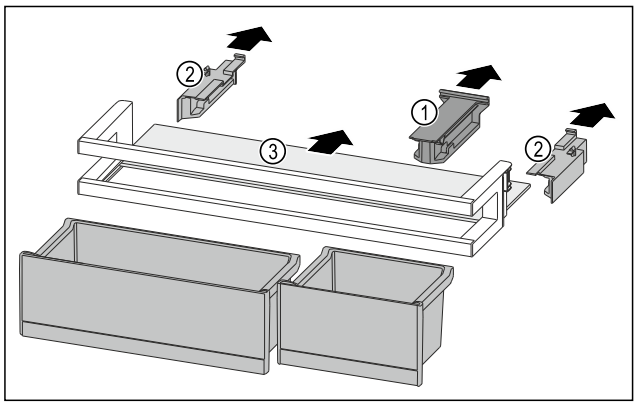

Fig. 248
▶ Desprindeți piesa de susținere *Fig. 248 (1)*.
▶ Desprindeți piesele laterale *Fig. 248 (2)*.
▶ Extrageți raftul *Fig. 248 (3)*.